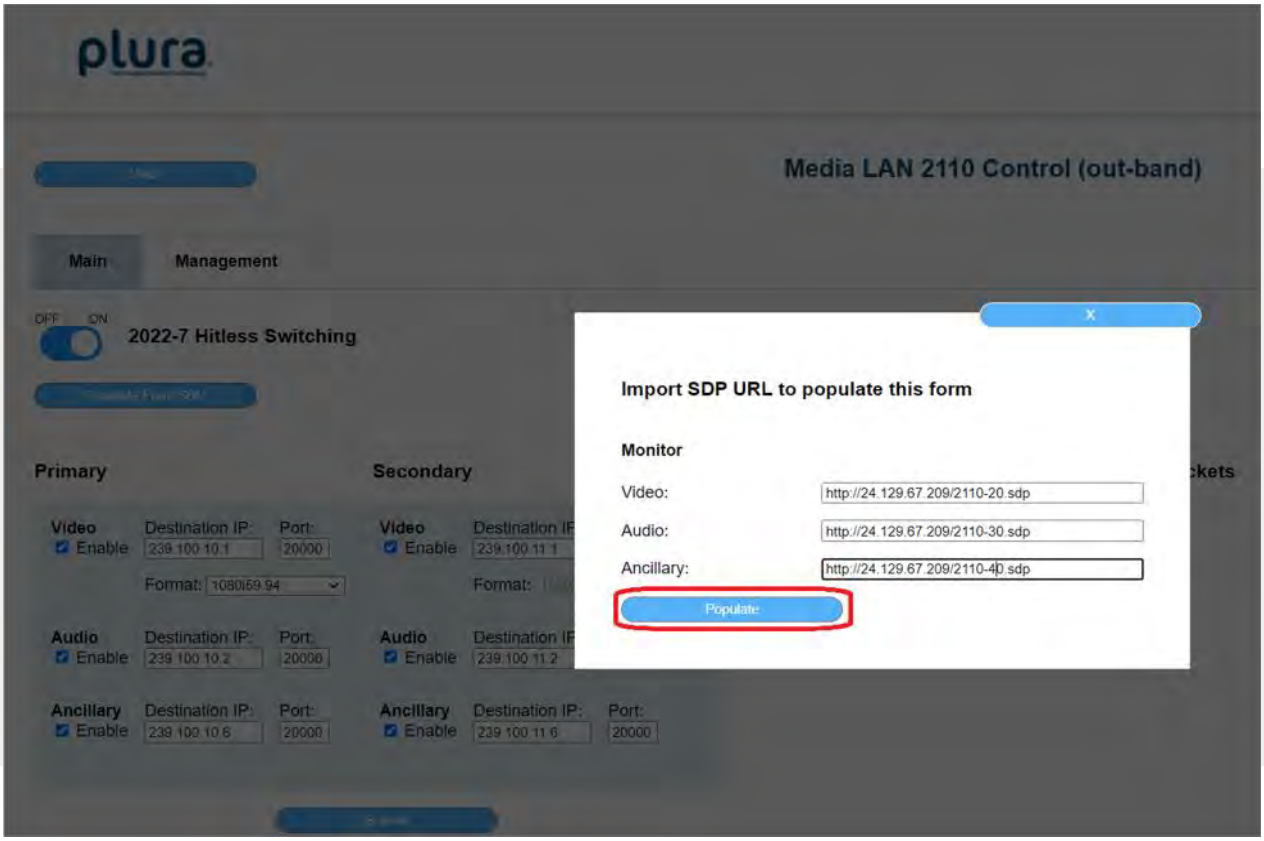

Figure 27. Example of SDP URLs
- Enter valid SDP URLs for each desired flow and click the populate button (figure 27).